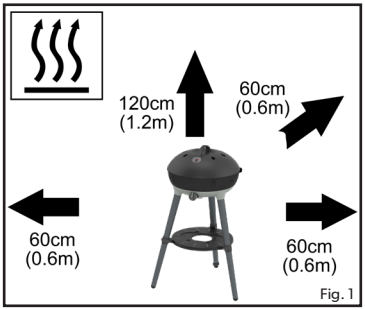

Fig. 1
- Assicuratevi che il dispositivo sia usato a distanza da materiali infiammabili. Distanze minime di sicurezza: sopra il dispositivo - 1,2 m; dietro e ai lati - 0.6m. (Fig. 1)